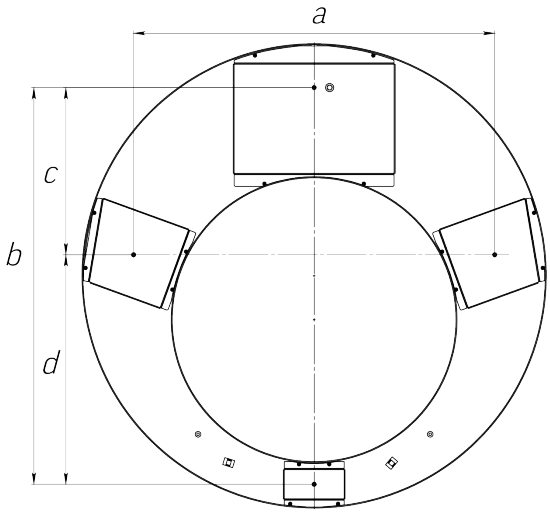

Рис.2
4. Смонтировать подвес к потолку, см. Рисунок 2;